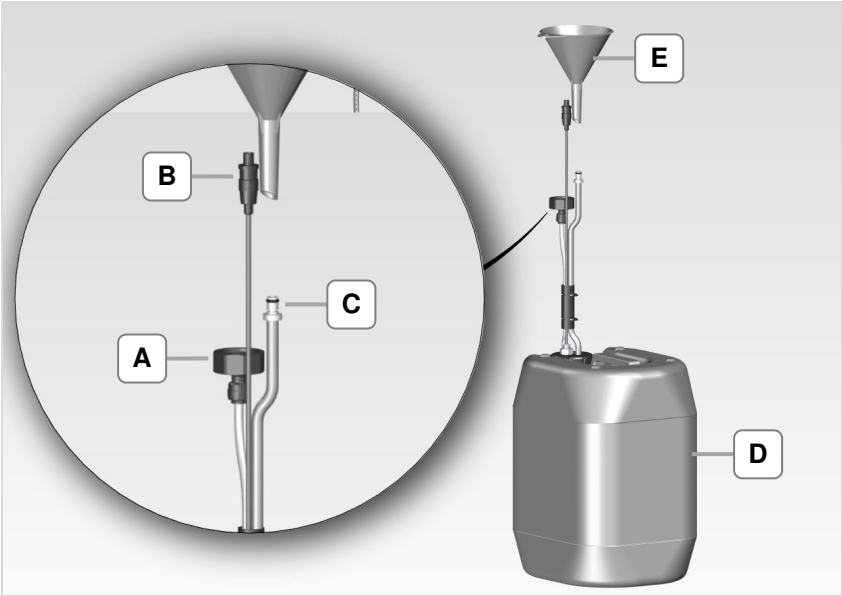
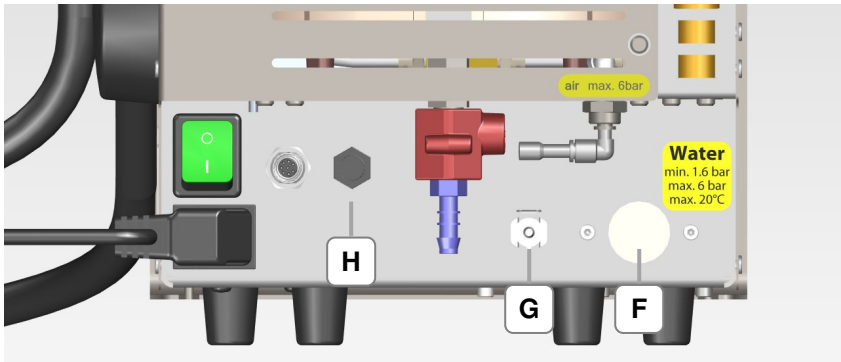
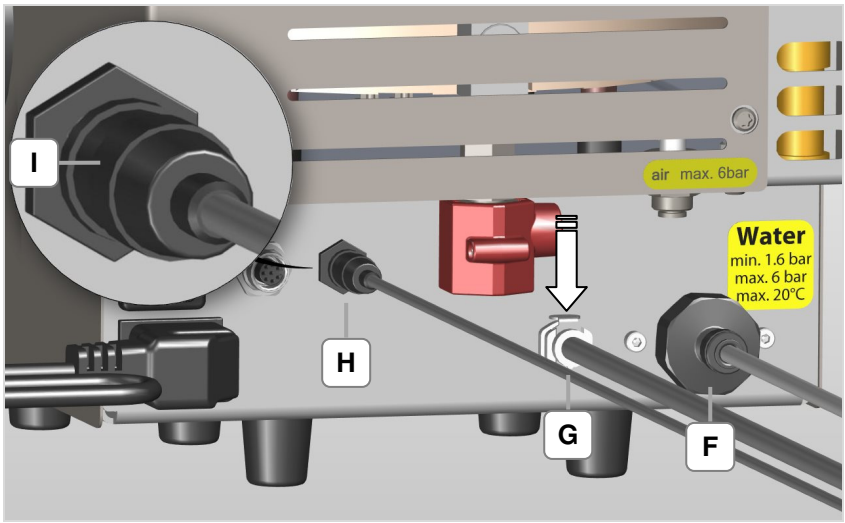
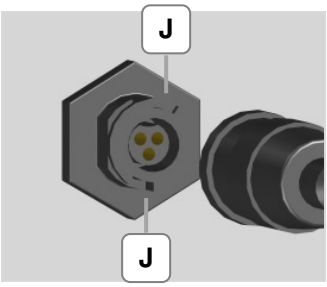

Figure 4.5.1: Canister with accessories
Figure 4.5.2: Connections for the canister (rear side of the device)
Figure 4.5.3: Connections for the canister connected
Figure 4.5.4: Plug alignment (J)
1. Screw on the screwed thread (Figure 4.4.1.1-A) of the water hose onto the water connection of the device (Figure 4.5.2-F). Inspect whether the seal is positioned correctly in the screwed thread (Figure 4.5.1-A).
2. Connect the cable connector (Figure 4.5.1-B) for the fill level monitoring to the connection (Figure 4.5.2-H) and turn the front cap (Figure 4.5.3-I) until it locks. Observe the plug direction (Fig 4.5.4-J).
3. Insert the ventilation hose (Figure 4.5.1-C) into the connector (Figure 4.5.2-G).
Inspect the secure fixing of the water connection for the canister! • Maintain a proper and secure attachment of the connections. • Inspect the connections (Figure 4.4.1.3-E + F) for leak tightness and function. • Ensure when connecting the ventilation hose that the locking lever (Fig 4.5.3-G) points downwards in the direction of the arrow!